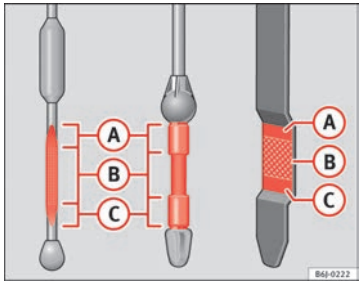

Fig. 123 Engine oil dipstick
– Then pull it out once more and check the oil level ⇒ fig. 123. Top up with engine oil if necessary.